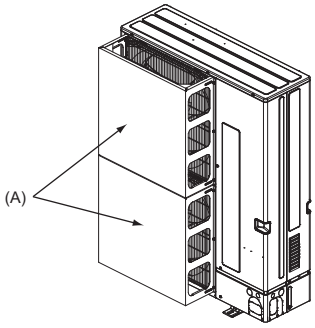

Fig. 2-4
(2) Install an optional air outlet guide and air guide if the unit is installed in a location where strong winds from a typhoon, etc. may directly enter the air outlet. (Fig. 2-4)